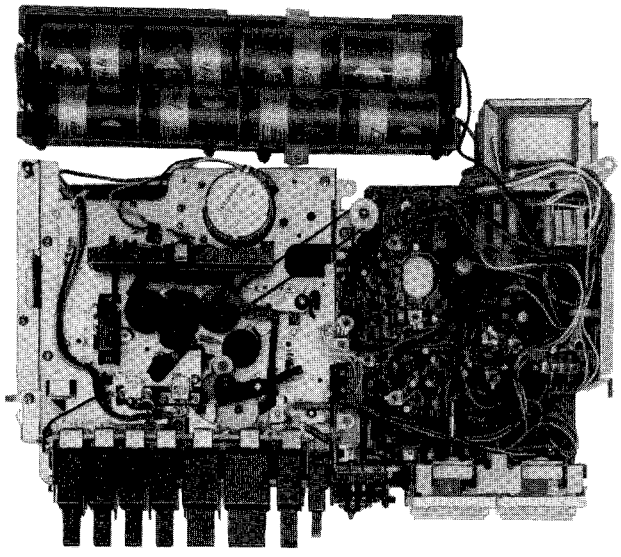

Fig. 8
2. When electrical parts of printed circuit board are to be repaired, remove the mechanism, amplifier and power supply printed circuit board from the case as shown in fig. 8 below. When each section is reconnected by connectors, the operation of each section can be confirmed.